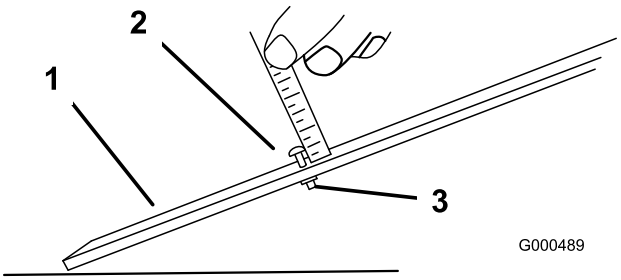

Figura 15
2. Afloje la tuerca de la barra de ajuste y ajuste el tornillo para la altura de corte deseada (Figura 15). La distancia entre la parte inferior de la cabeza del tornillo y la cara de la barra es la altura de corte.